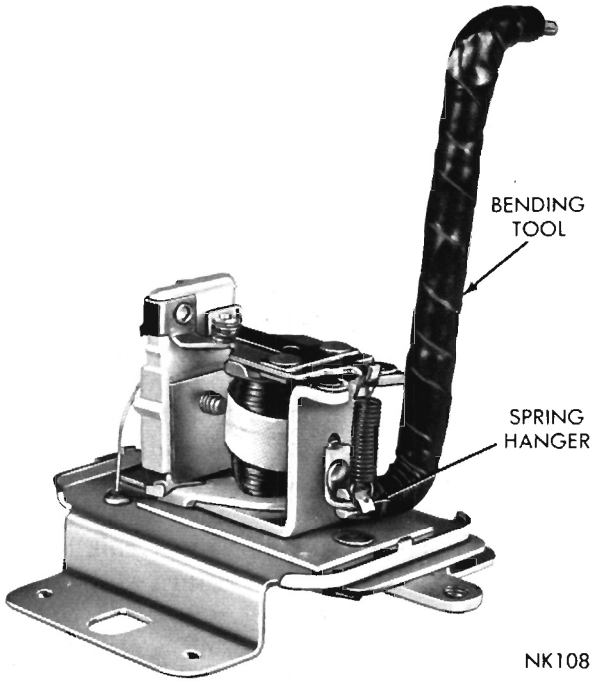

Fig. 11—Adjusting Spring Tension
Step 1—Adjust upper contact voltage setting as necessary by bending regulator lower spring hanger **down** to **increase** voltage setting, **up** to **decrease** voltage setting. Use an insulated **tool** to bend spring hanger (Fig. 11). The regulator must be installed, correctly connected, and retested after each adjustment of lower spring hanger. **If repeated readjustment is required, it is permissible to use a jumper wire to ground the regulator base to the fender splash shield for testing, in lieu of reinstalling regulator each time. However, it is important that regulator cover be reinstalled, regulator connections correctly connected, and regulator satisfactorily insulated by fender cover to prevent grounding the regulator terminals or resistances. When testing, regulator must be at the same attitude (or angle) as when installed on vehicle. If step (1) under "Mechanical Adjustments" does not bring voltage regulator within specifications, proceed to Step (2) following:**